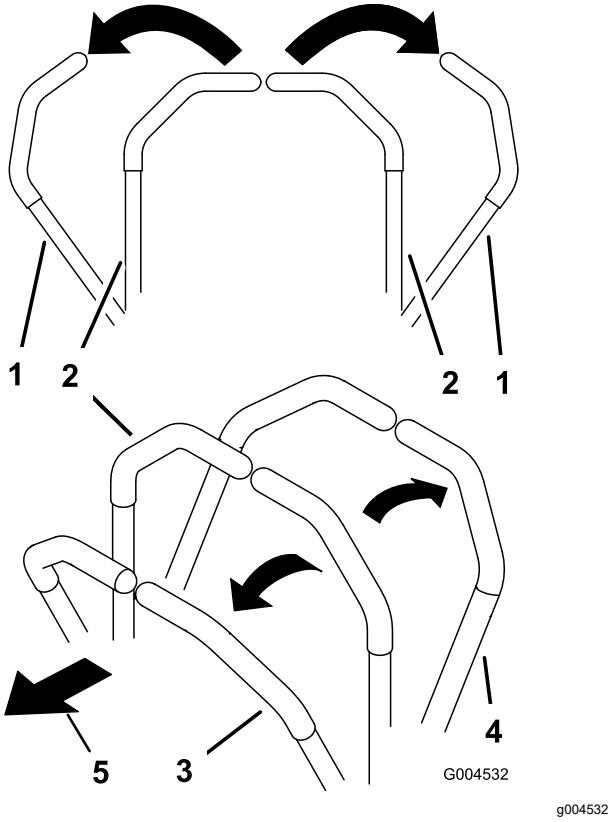

Figure 20
1. Move the control handles to the NEUTRAL-LOCKED position (Figure 20).